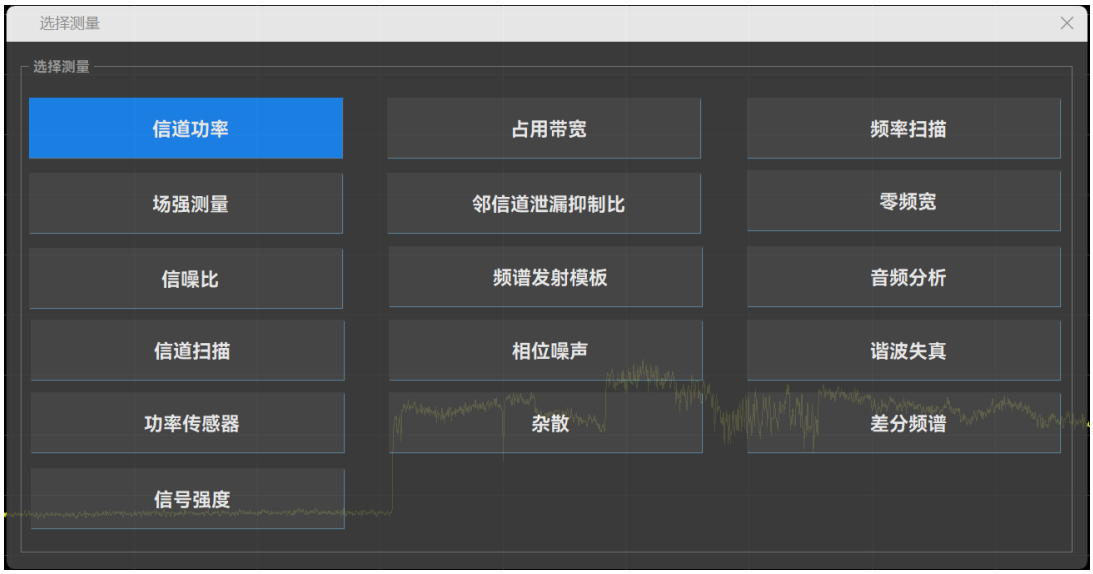

图 5.2 选择测量界面图
- 按【**测量**】选择【**信道功率**】测试功能，界面显示如图 5.2 所示:
- 按【**测量**】选择【**占用带宽**】测试功能，界面显示如图 5.2 所示: